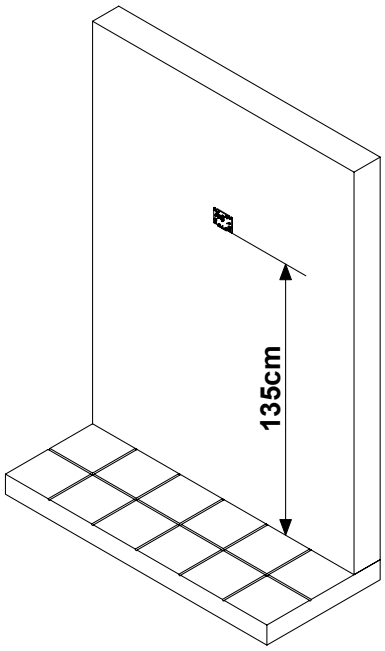
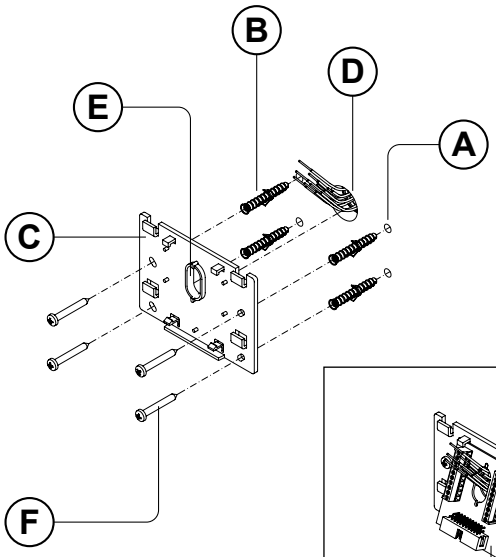

Fig. 1
Fig. 2
1. Cables must be fed through the opening **E** (**Fig. 2**) of the mounting plate **C**, which should be fitted approximately 135cm from finished floor level as shown in **Fig. 1**;
2. Place the mounting plate **C** against the wall feeding the wire group **D** through opening **E** of the mounting plate and mark the fixing holes **A** (**Fig. 2**);
3. Drill the fixing holes **A**, insert the wall plugs **B** then with the cables threaded through opening **E** fix the mounting plate **C** to the wall with the 4 screws provided **F** (**Fig. 2**);